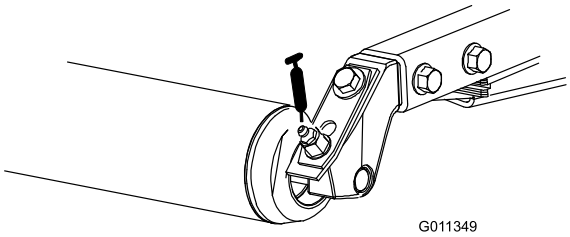

Figur 49
- Bakre rullager (2 per klippenhet) (Figur 49)